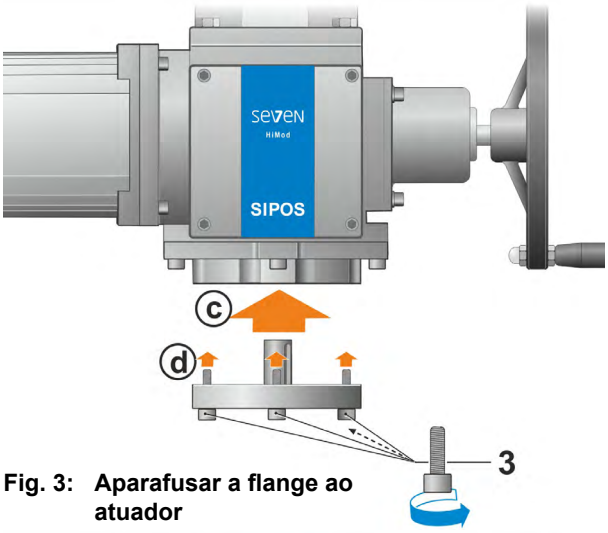

Fig. 3: Aparafusar a flange ao atuador
c) Aparafusar a flange ao atuador (fig. 3).